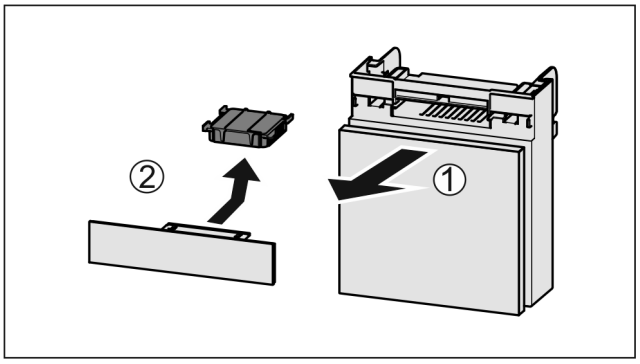

Fig. 209
▶ Estrarre il vano tirando in avanti *Fig. 209 (1)*.
▶ Rimuovere il filtro a carboni attivi *Fig. 209 (2)*.